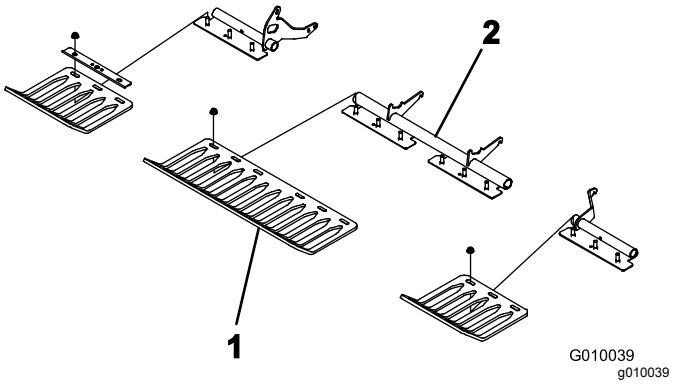

Figur 25
4. Monter plæneafskærmningerne løst på plæneafskærmningsbeslagene med 4 plæneafskærmningsklemmer og 12 flangemøtrikker (Figur 25). Tilspænd ikke fastgørelsesanordningerne.
Bemærk: Plæneafskærmningsklemmerne og flangemøtrikkerne er fastgjort til plæneafskærmningsbeslagene fra fabrikken (Figur 25).